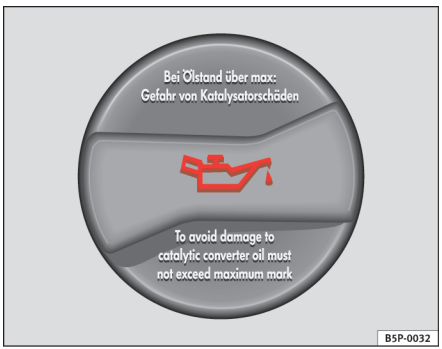

Fig. 140 Dæksel på påfyldningsåbningen til motorolie i motorrummet
– Skru dækslet af påfyldningsåbningen til motorolie ⇒ fig. 140.
– Når oliestanden mindst er i område (B), skal du forsigtigt skrue dækslet på påfyldningsåbningen.